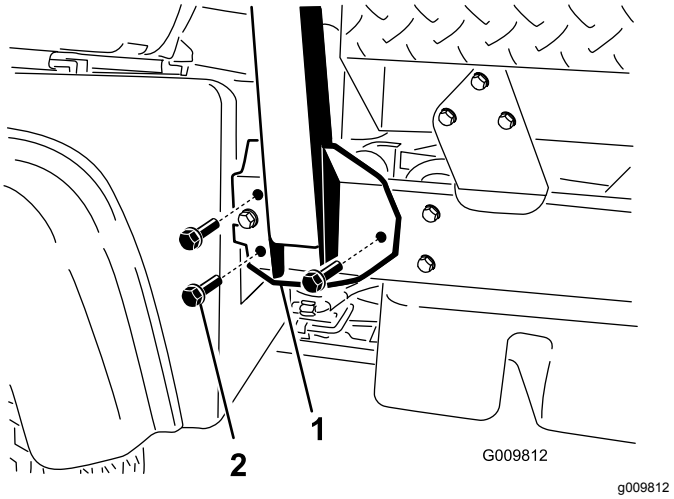

図 6
2. ROPS の両サイドを車両フレーム側面の取付け穴に揃える図 6。
3. ROPS 固定ブラケットを車体フレームに固定するフランジヘッドボルト½ x 1¼"3本を使用する。図 6